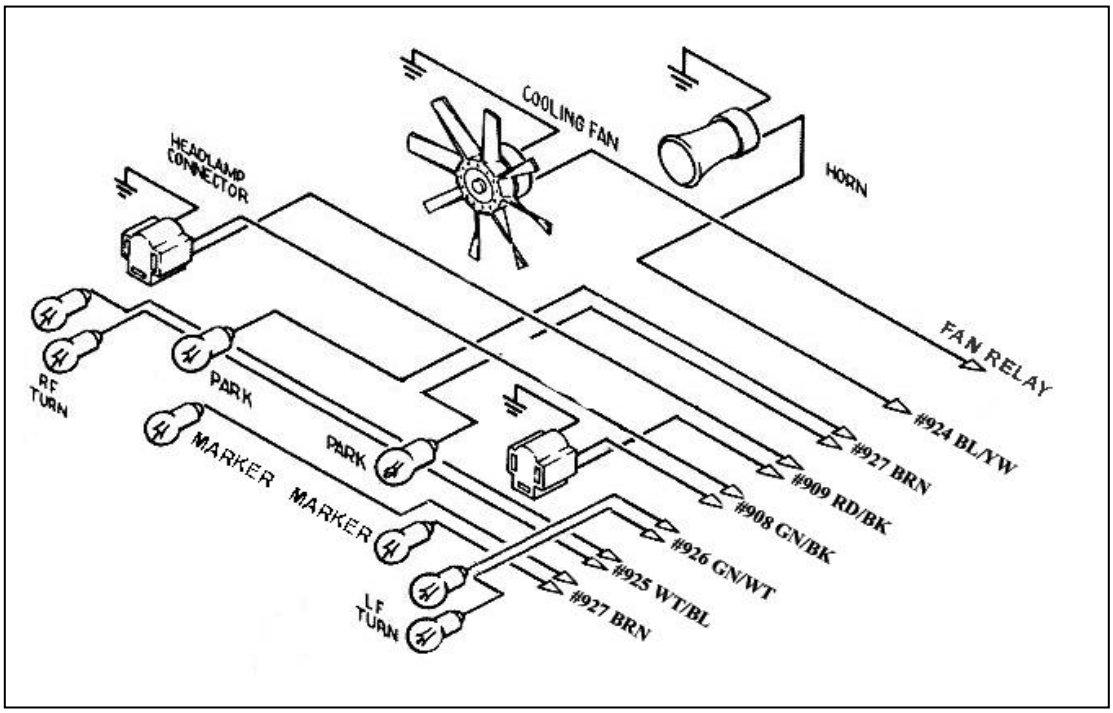

Figure 8-3A HEADLIGHT SECTION A Wiring
8.3 HEADLIGHT SECTION A. See Figure 8-3A.
Note: The wire going to the fan in Figure 8-3A will be coming from the fan relay output terminal. Wire #901 (GRY/WHT) *from the ACCESSORY SECTION SWITCHES is an activation wire for the fan relay.*